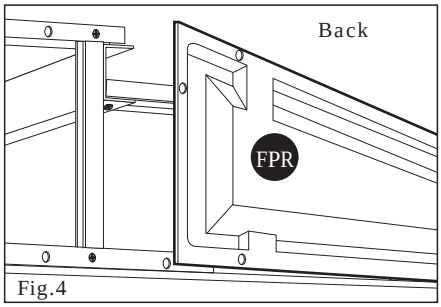

Fig.4
2. Line up the holes with roof structure and fix the roof plugs w/washers. Use a hammer (rubber mallet) to drive in roof pin. See fig. 1, 2 & 3 for details. Place facia panel left (FPL) to the front roof structure left side. Make sure (FPL) overlaps on (FPR). Repeat action to fix facia panels on backside. See Fig. 4, 5 & 6.